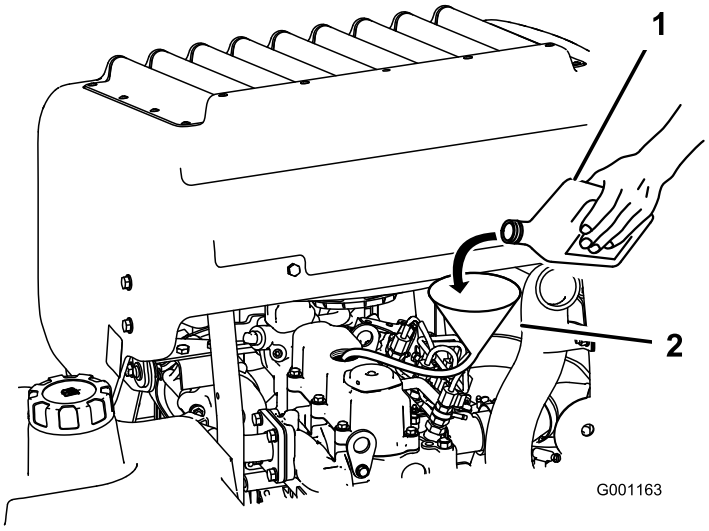

Figur 37
3. Der kan hældes olie på motoren ved hjælp af en slange og en tragt (Figur 37).